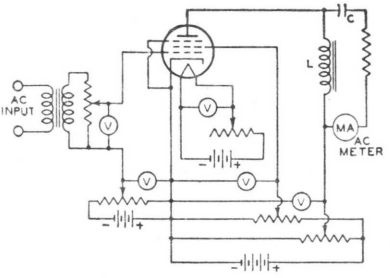

Fig. 103
Fig. 103 shows the fundamental circuit of a power-output test for class A operation of tubes. The diagram illustrates the method for a pentode. The ac output voltage developed across the plate-load impedance (L) is indicated by the current meter. The current meter is isolated as far as the dc plate current is concerned by the capacitor (C). The power output can be calculated from the